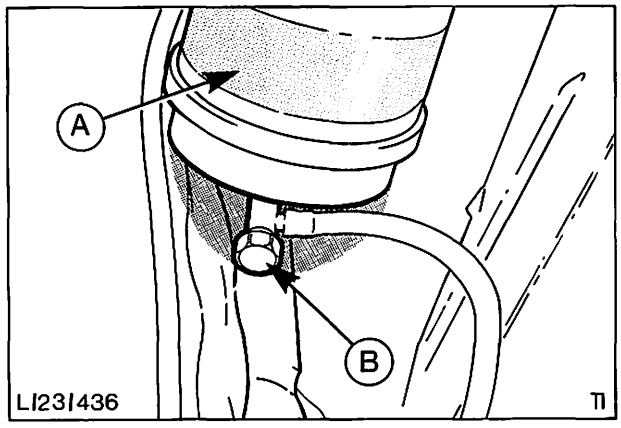

Abb. 55 Filter
3. Ablaßschale unter Filter stellen und Filter entleeren, Abb. 55. Der Filter kann durch Lösen der Ablaßschraube am unteren Teil des Filters entleert werden.